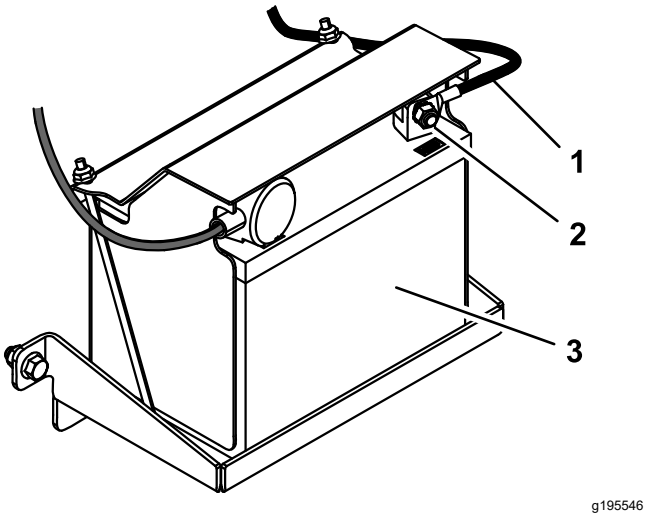

Figura 5
2. Conecte el cable negativo de la batería al borne negativo (-) de la batería con el perno y la tuerca conectados al cable (Figura 5).